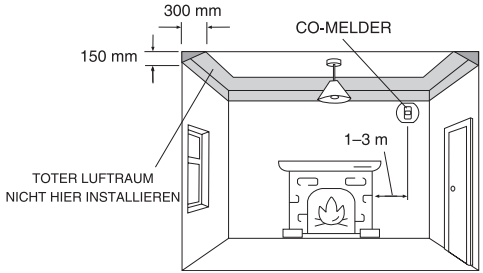
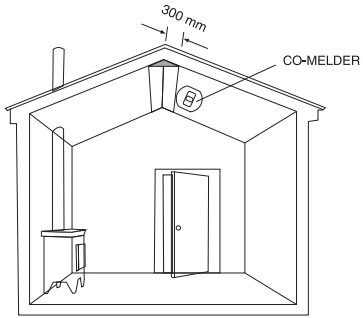

Abbildung 1: Installation in einem Raum mit einem Brennstoffverbrennungsgerät
Abbildung 2: In Räumen mit geneigten Decken sollte sich der CO-Melder auf der hohen Seite des Raums befinden
1. Wenn Sie einen CO-Melder in einem Raum mit einem Brennstoffverbrennungsgerät installieren (siehe Abbildung 1 und Abbildung 2):
- In Räumen mit geneigten Decken sollte sich der CO-Melder auf der hohen Seite des Raums befinden (siehe Abbildung 2).